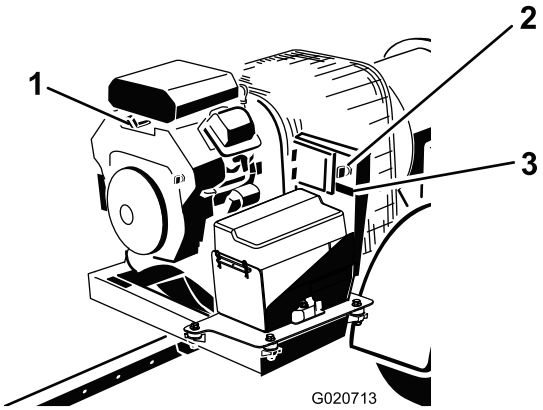

Figur 11
3. Vrid tändningsnyckeln till startpositionen och släpp den sedan snabbt i det påslagna läget (Figur 11). Därmed aktiveras mottagaren.
4. Vrid nyckeln till det avstängda läget och ta ut den ur tändningen om du ska lämna maskinen utan uppsikt (Figur 11).